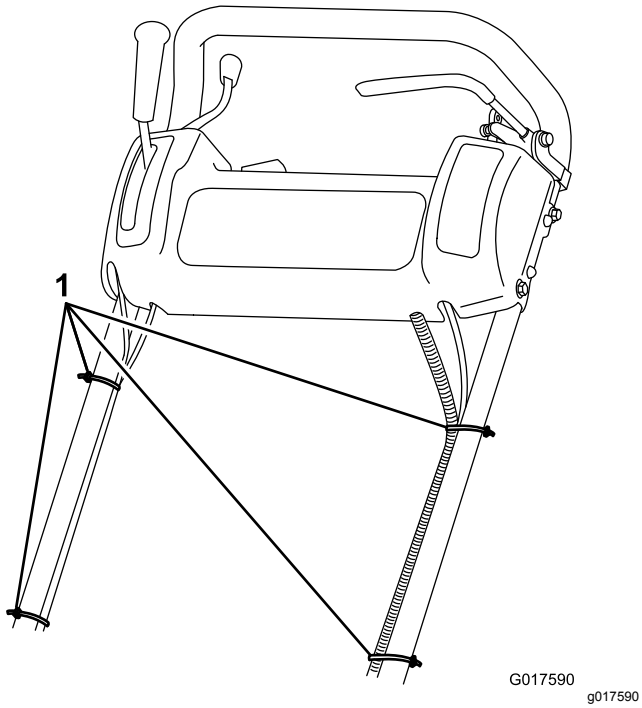

Figur 5
7. Fastgør kablerne og ledningsnettet til håndtaget med kabelbåndene (Figur 5).